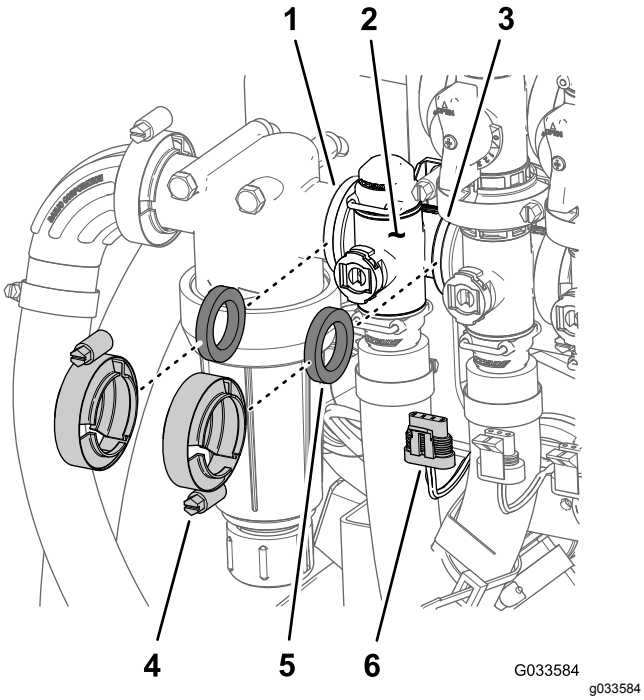

Figur 113
1. Fjern de to flensklemmene og de to pakningene som fester manifolden for mengderegulatorventilen (Figur 113) til trykkfilteret og risteventilen.